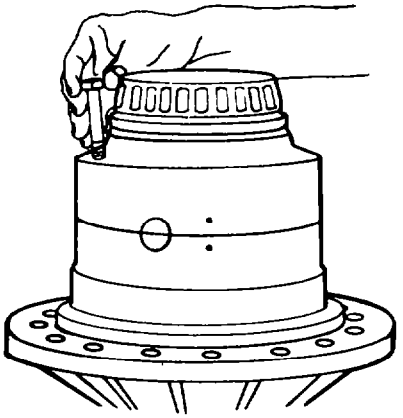

Fig. 359 — Assembling Differential Cases
c. Fit the plain differential case (item 12) to the flanged case (item 20) so that the match marks are aligned. If necessary use a nylon hammer to tap the case into its correct position, then install the retaining bolts (item 11) and torque them to 157 - 176 Nm (116 - 130 lb.ft) (see fig. 359). Check the differential for free rotation by turning the side gear hub. A torque of up to 68 Nm (50 lb.ft) may be required to rotate the hub.